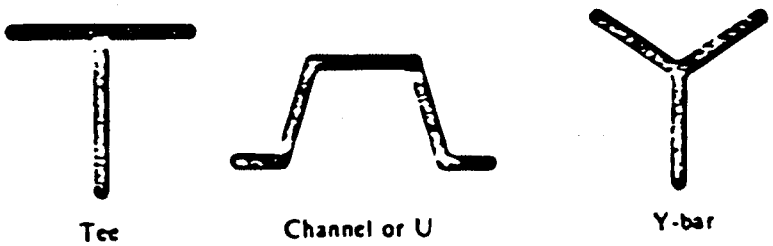

FIGURE 1 Typical Cross Sections of Line Post Types
**4.1.2** Type of section (if a specific section is required) (see Section 6.2 and Figure 1),
**6.2.1** The posts shall be furnished as T, channel or U, or Y sections as illustrated in Figure 1. The cross section of T posts shall approximate $1^3/_8$ in. (34.9 mm) wide, $1^3/_8$ in. deep, and $^1/_8$ in. (3.2 mm) thick. Unless otherwise specified by the purchaser, the line post type is at the manufacturer's option.